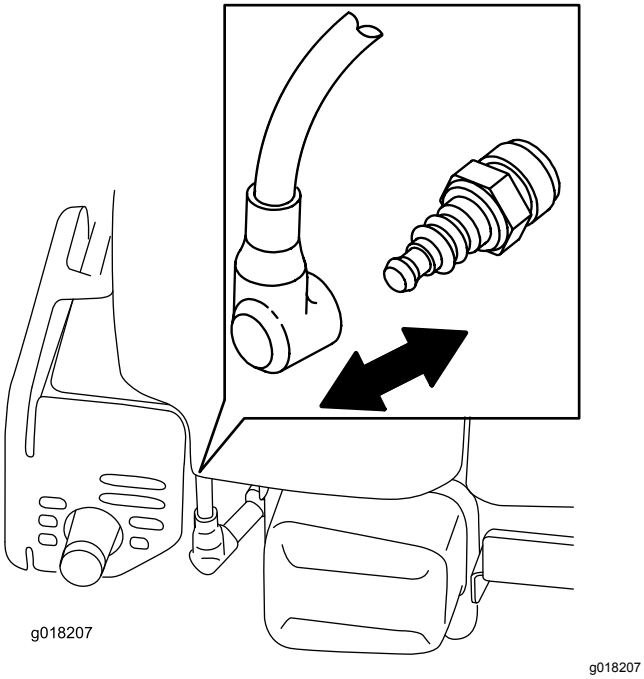

Figur 21
2. Kobl tændrørskablet fra tændrøret (Figur 21), før du udfører nogen form for vedligeholdelsesarbejde.